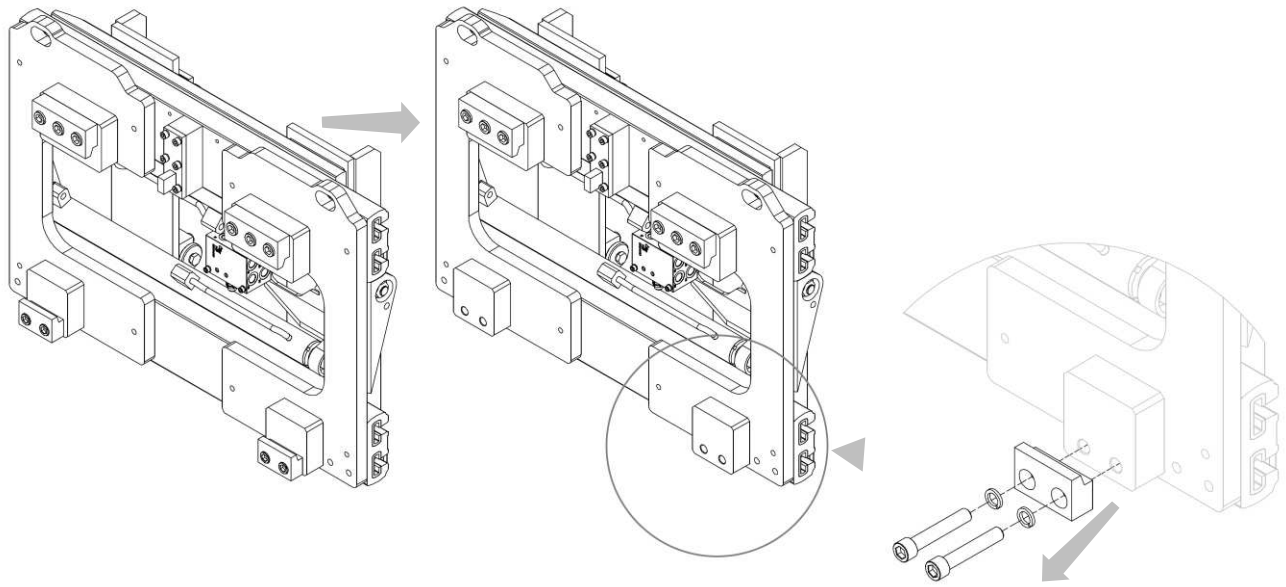

Figura 2
4. Quitar los ganchos inferiores del equipo (mira *Figura 2*).